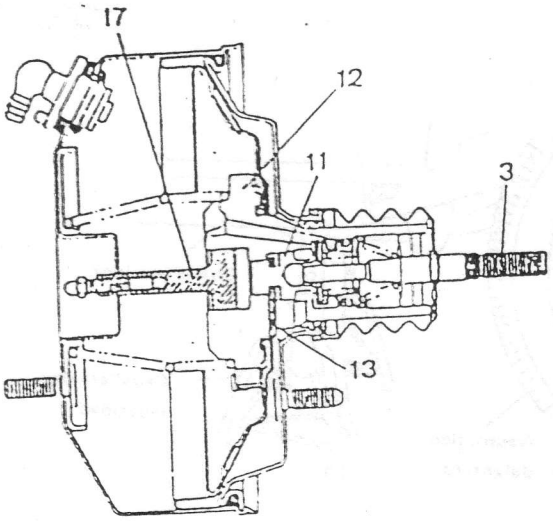

Fig. 19-24
En caso de avería en alguna de las piezas relacionadas con el sistema de ayuda, la fuerza de frenada no será aumentada. No obstante, la presión ejercida por el pedal es transmitida a la varilla de mando (3) (Fig. 19-24), a la válvula de aire (11), a la chaveta de tope (13), y al pistón del servofreno (12) para empujar al vástago (17), y este a su vez accionar los pistones del cilindro principal. Por lo tanto, la acción de frenar no fallará.